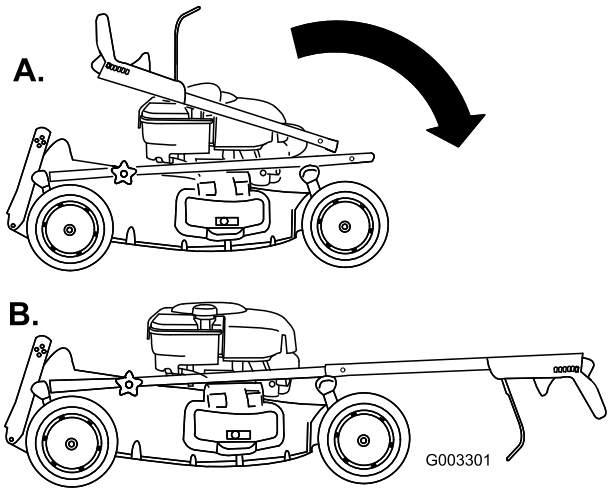

Figura 3
2. Inclinate in avanti con cautela la sezione superiore della stegola e appoggiatene le estremità sulla sezione inferiore, in modo che siano allineate, l'una all'interno dell'altra (Figura 3).